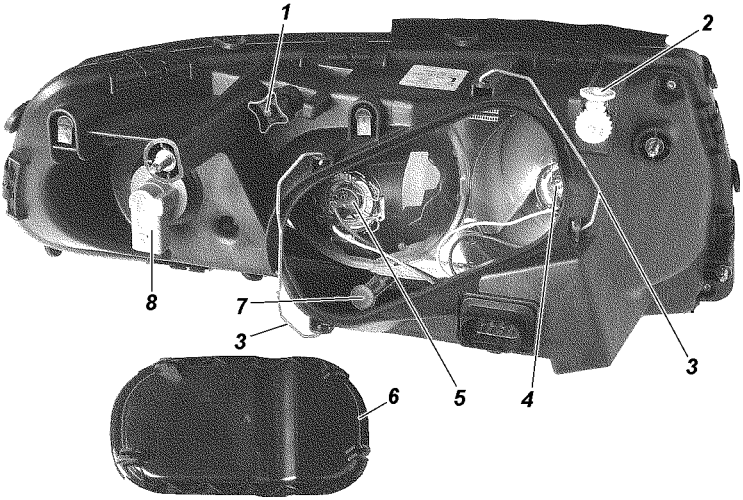

Рис. 9.39. Фара:
3. Включите ближний свет фар и, поочередно закрывая каждую фару, вращением регулировочного винта 1 (рис. 9.39) и регулировочной шестерни 2 добейтесь, чтобы светотеневая граница слева от точек Е и Е' совпадала с линией 1, а справа - с линиями 2 и 2' для левой и правой фар соответственно. Точки перелома светотеневой границы должны совпадать с точками Е и Е'.
снимите колодку с патрона 8 (см. рис. 9.39), поверните патрон по часовой стрелке (для правой фары) или против часовой стрелки (для левой фары) и выньте патрон в сборе с лампой.